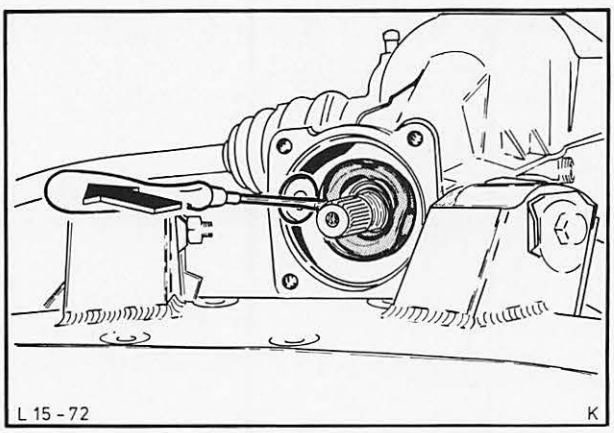

Abb. 108 Radialdichtring aus dem Achsgehäuse drücken
11. Laufbüchse – Radialdichtring herausnehmen und Dichtring mit einem geeigneten Werkzeug (z.B. Schraubendreher) ausbauen, Abb. 108.